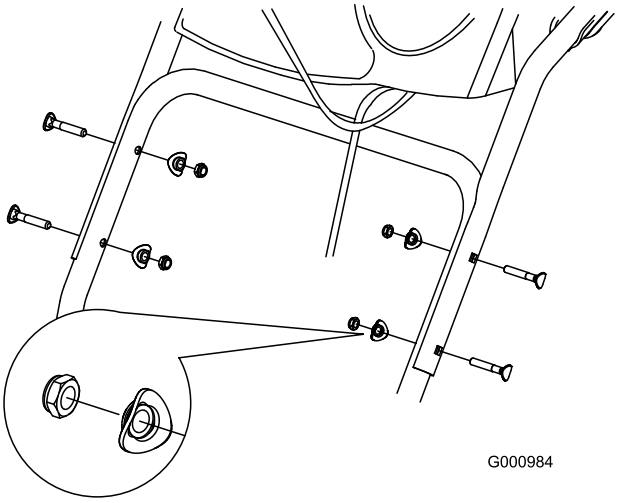

Figur 4
2. Skru fast det øvre håndtaket med fire håndtaksbolter, fire buede skiver og fire låsemuttere fra posen med løse deler (Figur 4).